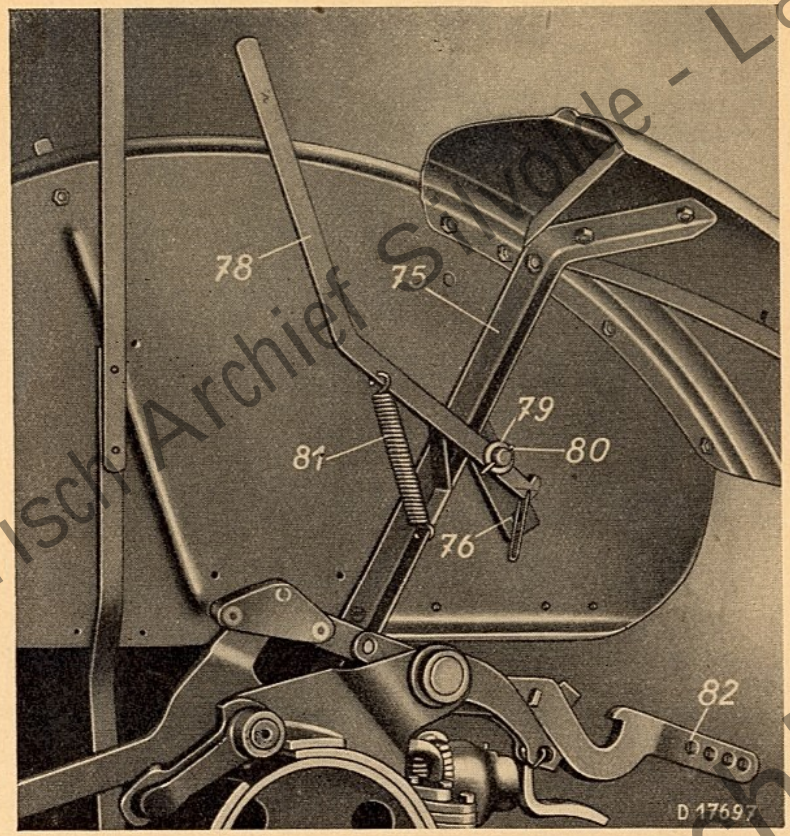

Bild 16
2. Neue Winkeleisenstützen 74 und 75 (Bild 24) an Seitenblechen anschrauben (Bild 16) unter Mitverwendung von zwei neuen Schrauben 76 mit Federringen 77.